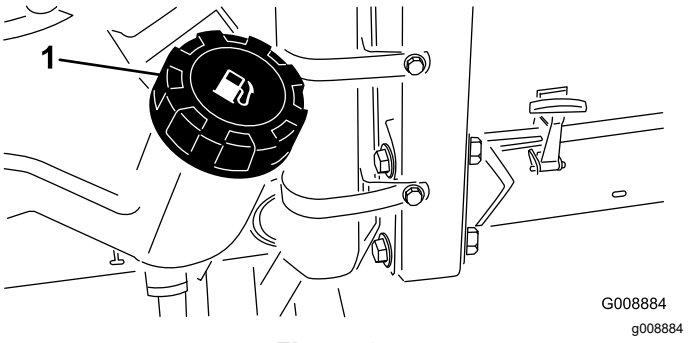

Figura 27
1. Limpe a zona em torno da tampa do depósito de combustível (Figura 27).